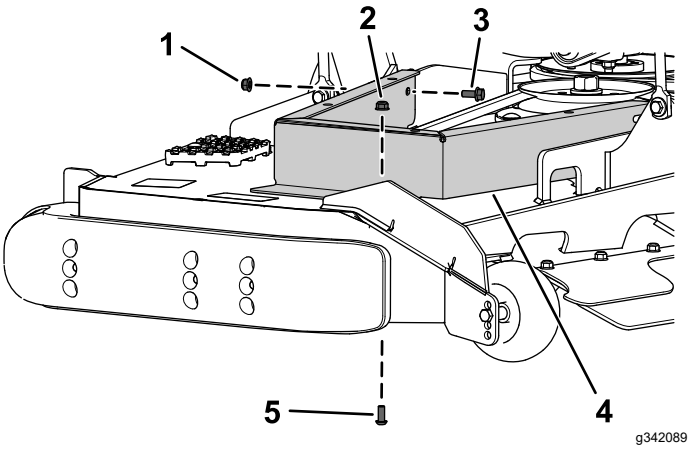

Figuur 7
2. Bevestig de kap van de linker poeliebeugel aan het maaidek met de eerder verwijderde bolkopschroef (5/16" x ¾") en flensmoer (5/16") en de nieuwe flenskopbout (5/16" x ¾") en flensmoer (5/16") zoals getoond in Figuur 7.